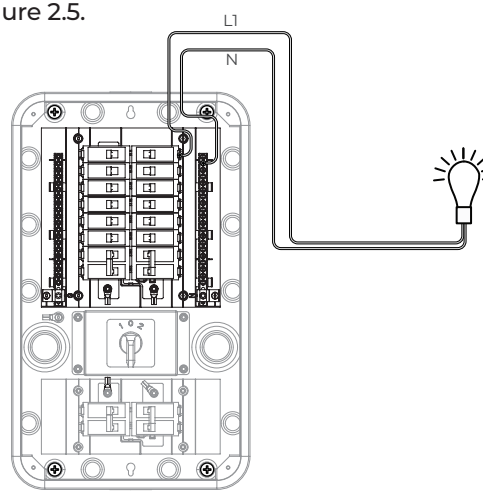

Figure 2.5 Connection of loads to Sub Panel
2) Connect the Line Wire, Neutral Wire to the circuit breaker, bus bar on Sub Panel as **Figure 2.5.**